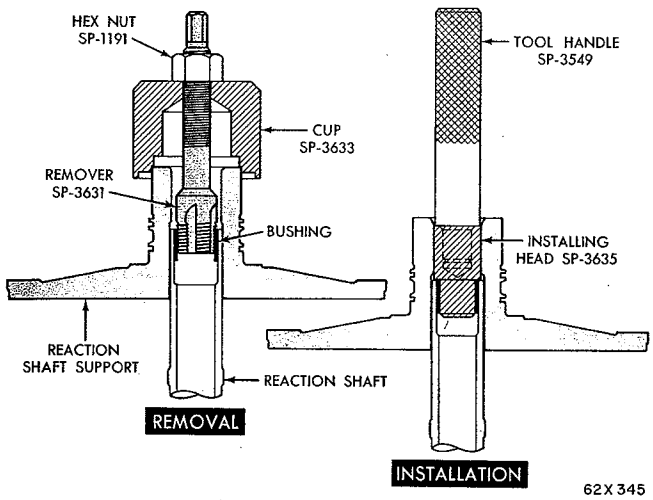

*Fig. 72—Replacing Reaction Shaft Bushing*
(1) Assemble remover Tool SP-3631, cup Tool SP-3633, and hex nut Tool SP-1191 (Fig. 72).
(2) With cup held firmly against reaction shaft, thread remover into bushing as far as possible by hand.
(3) Using a wrench, screw remover into bushing 3 to 4 additional turns to firmly engage threads in the bushing.
(4) Turn hex nut down against cup to pull bushing from reaction shaft. Thoroughly clean reaction shaft to remove chips made by remover threads.
(5) Lightly grip bushing in a vise or with pliers and back tool out of the bushing. Be careful not to damage threads on bushing remover.
(6) Slide a new bushing on installing head Tool SP-3635, and start them in the bore of reaction shaft (Fig. 72).
(7) Support reaction shaft upright on a clean smooth surface and install handle Tool SP-3549 in installing head. Drive bushing into the shaft until tool bottoms.